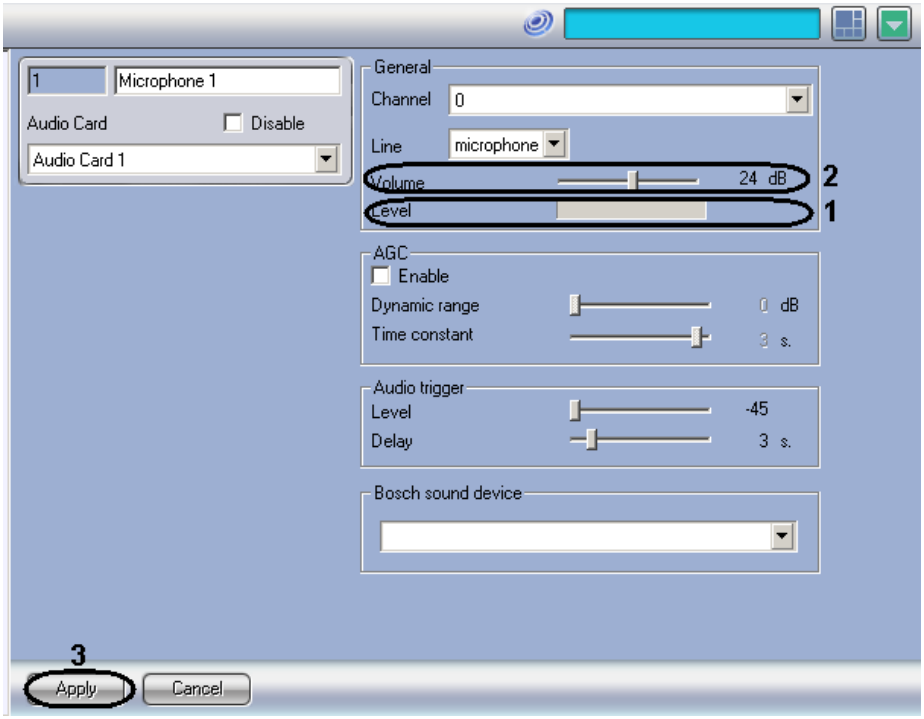

Figure 8.8-4. Set up of audio signal volume amplification
1. Go to the Settings panel of the Microphone system object (Figure 8.8-4).
2. Feed the audio signal with to the microphone. Power level of incoming signal will be displayed on the indicator Level (Figure 8.8-4, 1).
3. When necessary set the slider Volume to the position, corresponding to the required value of amplification (Figure 8.8-4, 2).The current value in dB is shown in the right field next to the slider.
5. Press Apply button to save all the changes (Figure 8.8-4, 3).